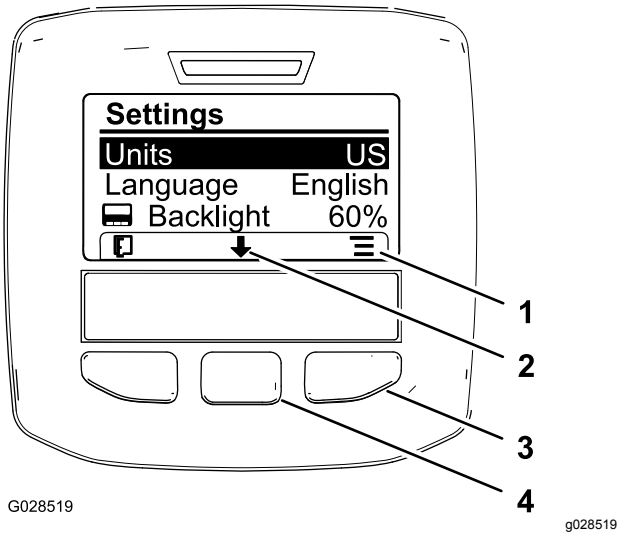

**Figuur 21**
2. U kunt de meet-eenheid wijzigen door de rechter selectieknop in te drukken en de weergegeven meet-eenheden te veranderen (Figuur 21).
3. Om de weergegeven taal te wijzigen, drukt u op de middelste selectieknop (de knop onder de pijl naar beneden op het scherm) en selecteert u Taal (Figuur 21).
4. Druk op de rechter selectieknop (de knop onder het lijstpictogram op het scherm) om de weergegeven taal op het scherm te markeren (Figuur 21).
6. Druk op de linker selectieknop om terug te keren naar het hoofdscherm (Figuur 21).